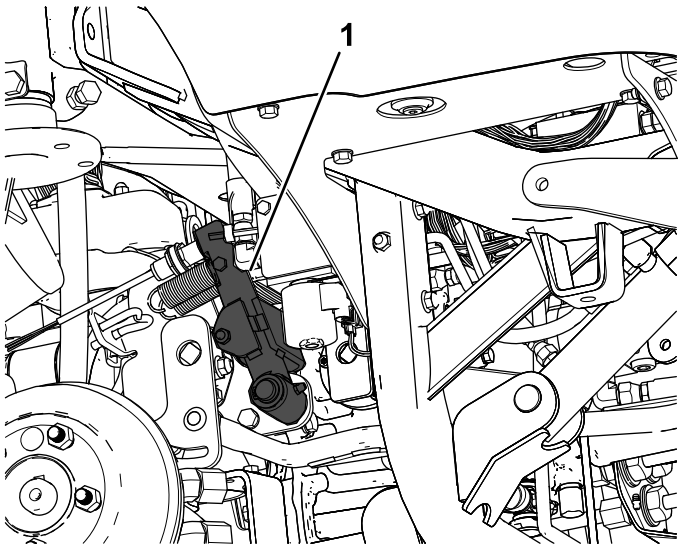
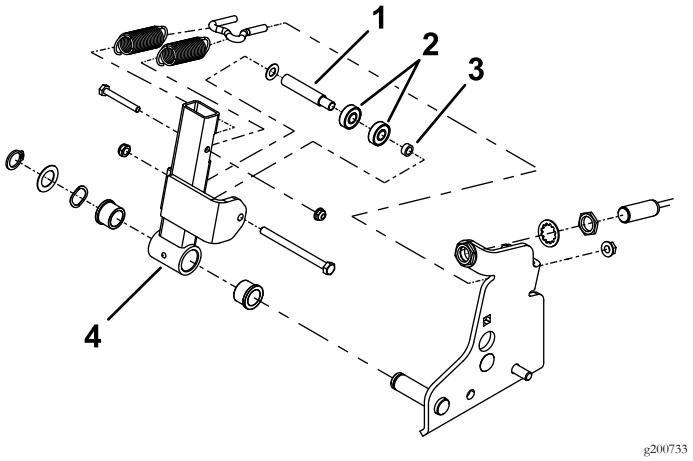

Figura 1
Figura 2
5. Localize e retire o conjunto do braço do ponto morto existente (Figura 1 e Figura 2).
8. Instale o conjunto do braço do ponto morto (Figura 2).